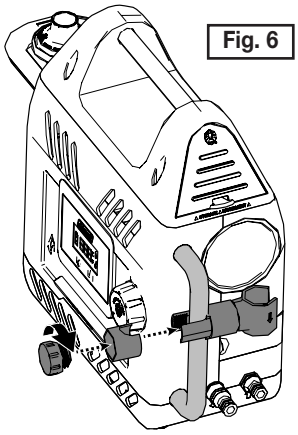

Fig. 6
2. Install The Shower Arm to the rail on heater, and tighten by screwing on the adjustment knob. (Fig. 6)